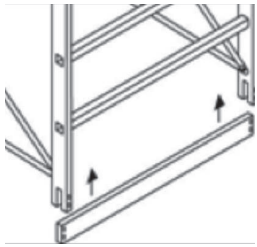

Fig. 1
1. Montar la barra de base suministrada en el artículo código pontal6 en las ranuras de la base del costado (fig. 1);